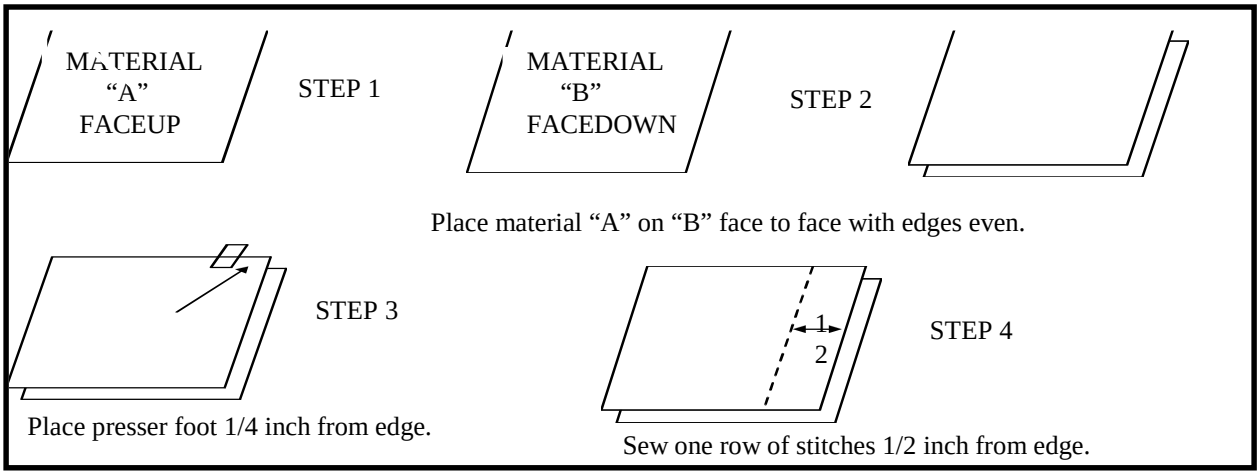

Figure 3-8. Simple seam
a. Plain or Simple. The plain or simple seam (Figure 3-8) is the easiest seam to sew. It uses one row of stitches to join two pieces of cloth. This seam is used when a finished seam edge is not required, such as open side seams that must be mended. It is also used to mend straight and L-shaped tears when little or no material is missing. To make a simple seam--
(1) Place the material together face to face (all four edges square).
(2) Mark the edge of the material 1/2 inch from the raw edge on the 8-inch length.
(3) Place the material on the machine so that the mark is in a vertical position.
(4) Start at the top of the marking on the edge of the material and stitch down to the bottom edge of the material. Allow a 1 inch tack stitch at both ends of the material not less than 7/8 inch or more than 1 1/8 inches.
(5) Press the seams open with an iron.